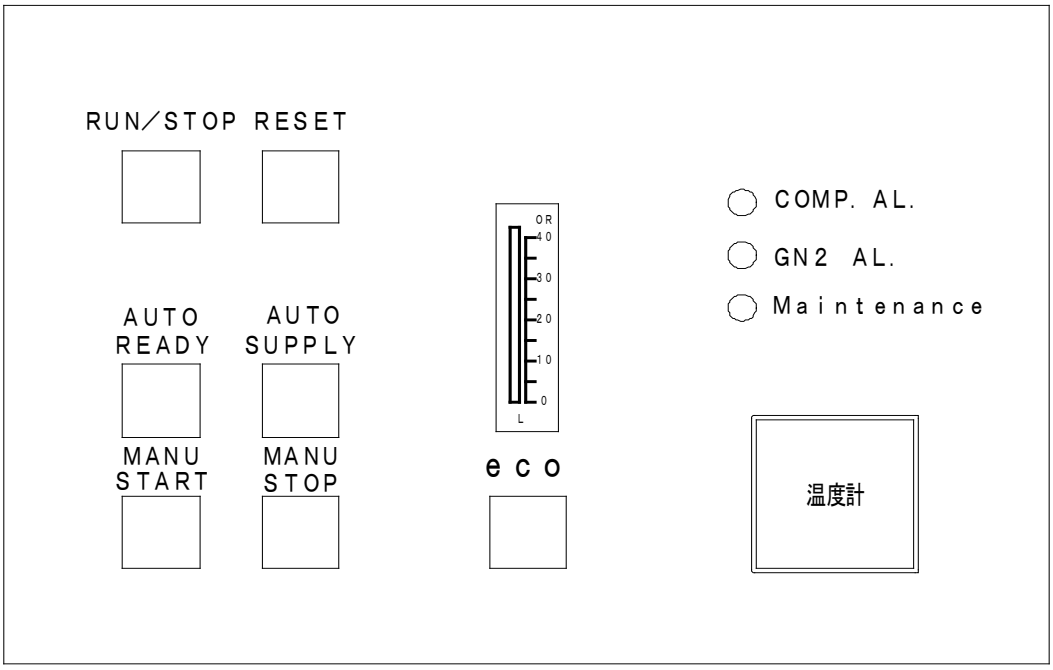

図 2-2　EMP-07A/07W 操作パネル
- 2.2 EMP-07A/07W 操作パネル（図 2-2） ……6
2.2 EMP-07A/07W 操作パネル（図 2-2）
EMP-07A/07W 操作パネル（図 2-2）